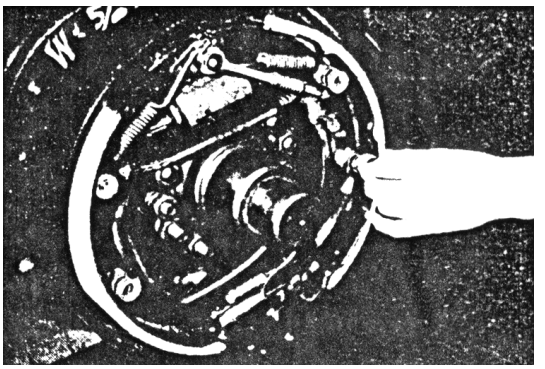

Fig. 8-9
(1) Remove the hold-down spring of secondary shoe, the adjusting lever and push rod and its return spring. (See Fig.8-9)